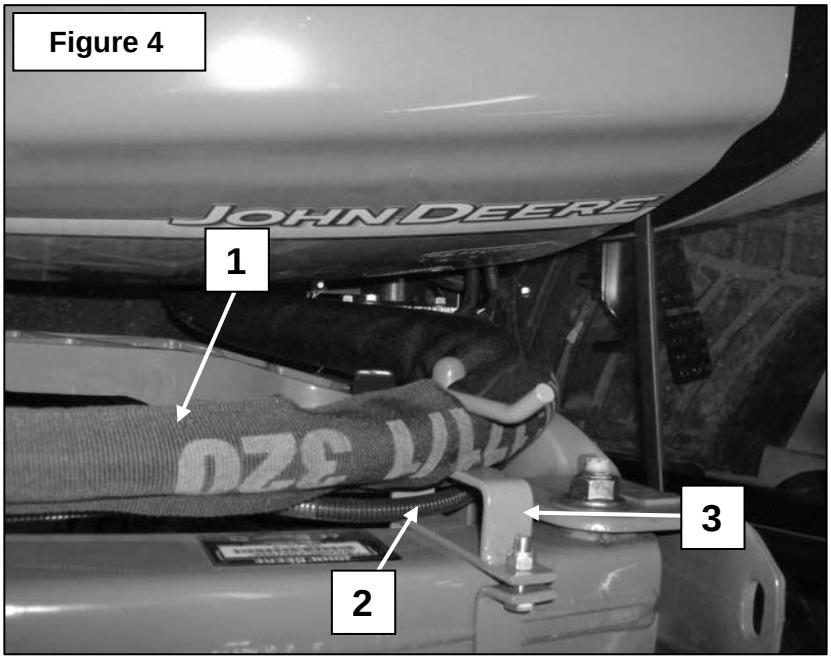

Figure 4
(Figures 4 to 14)
1. **Figure 4:** Run the 170" rotary broom wiring harness (item 2) along the same course as the hydraulic hoses previously installed (item 1) and insert the harness (item 2) in the rear support of the front loader (item 3).